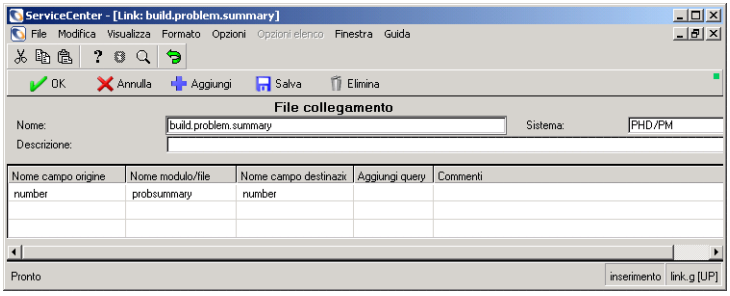

Figura 4-33: Modulo File collegamento
1. Fare clic su **Gestione incidenti** nel menu iniziale di ServiceCenter. Fare clic sulla scheda **Strumenti**. Fare clic su **Collegamento di riepilogo**. La Figura 4-33 mostra il modulo del file del collegamento.
3. Fare clic su **Cerca**. Verrà visualizzato un elenco di record, come mostrato nella Figura 4-33.